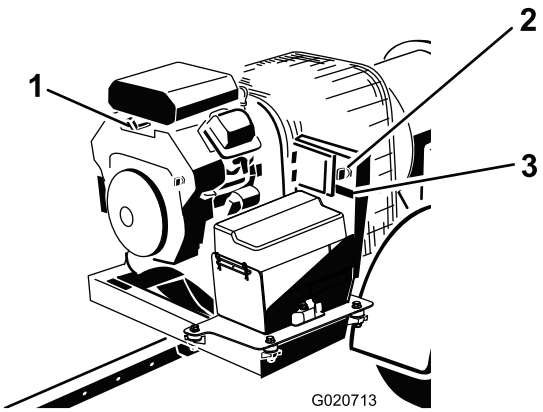

Rysunek 14
3. Przekręć kluczyk zapłonu w pozycję ROZRUCH, a następnie szybko zwolnij, aż powróci do pozycji ZAPŁON (Rysunek 14). Spowoduje to uaktywnienie się odbiornika.
4. Przy opuszczaniu maszyny przekręć kluczyk w pozycję WYŁ. i wyjmij go z wyłącznika zapłonu (Rysunek 14).